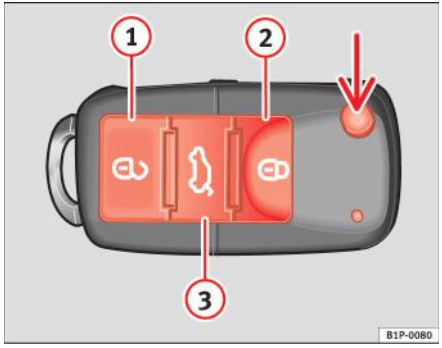

Fig. 42 Alocarea butoanelor cheii cu telecomandă
Dacă utilizați butonul ⇒ fig. 42 (săgeata) de pe telecomandă, se eliberează elementul mecanic al cheii.
Descuierea automobilului ⇒ fig. 42 (1).
Încuierea automobilului ⇒ fig. 42 (2).
Descuierea hayonului. Apăsați butonul ⇒ fig. 42 (3) până când toate lămpile de semnalizare a schimbării direcției de pe automobil clipesc scurt. După apăsarea butonului de descuiere (3), aveți la dispoziție 2 minute pentru deschiderea uşii. Odată expirat acest interval, uşa va fi din nou încuiată.
– Apăsați butonul 🔓 (2) ⇒ pagina 80, fig. 42 de pe telecomandă.
– Apăsați butonul 🔒 (1) ⇒ pagina 80, fig. 42 de pe telecomandă.